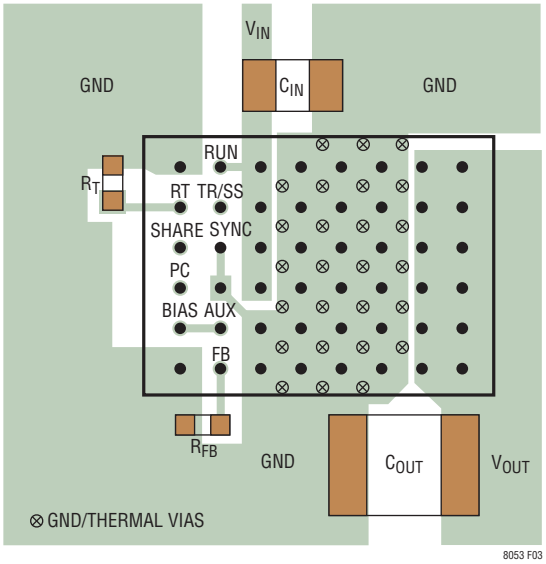

図3. 推奨の外付け部品、GNDプレーンおよびサーマル・ビアを示すレイアウト
プリント回路基板のレイアウトに関連した困難な問題のほとんどは、LTM8053による高度の集積化によって軽減されるか、解消されました。とはいえ、LTM8053はスイッチング電源なので、EMIを最小限に抑えて正しい動作を保証するには注意を払う必要があります。高度に集積化されていても、レイアウトが無計画だったり不適切だったりすると、規定された動作を実現できないことがあります。推奨レイアウトを図3に示します。接地と放熱に問題がないことを確認します。
6. ビアを使って、GND銅領域をボードの内部グランド・プレーンに接続します。これらのGNDビアを多数分散配置して、プリント回路基板の内部プレーンへの十分なグランド接続と熱経路の両方を与えます。図3のサーマル・ビアの位置と密度に注意してください。これらのビアは内部の電力を処理する部品に近接しているので、これらの位置で内部GNDプレーンに接続されているビアによって与えられるヒートシンク機能からLTM8053は恩恵を得ることができます。サーマル・ビアの最適個数はプリント回路基板の設計に依存します。例えば、ある基板では非常に小さなビア孔を使うことがあります。この場合、大きな孔を使う基板に比べて多くのサーマルビアを採用します。